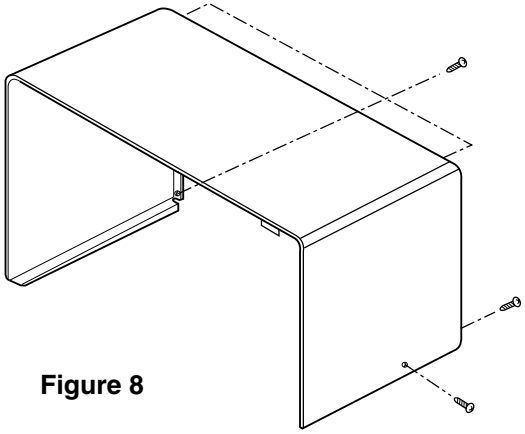

Figure 8
A. REMOVING OUT CASE (Figures 8)
(1) Remove three screws from the rear section.
(2) Remove one screw from the side section.
(3) Push the outer case back about 1 inch (3cm).
(4) Lift the case from the set.